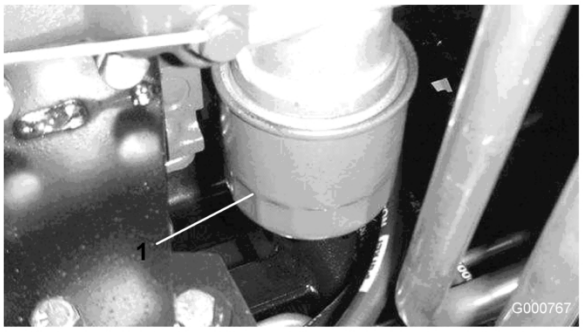

Figur 43
2. Fjern oliefilteret (Figur 43). Smør et tyndt lag ren olie på det nye filters pakning, før det skrues på. Spænd det ikke for hårdt fast.